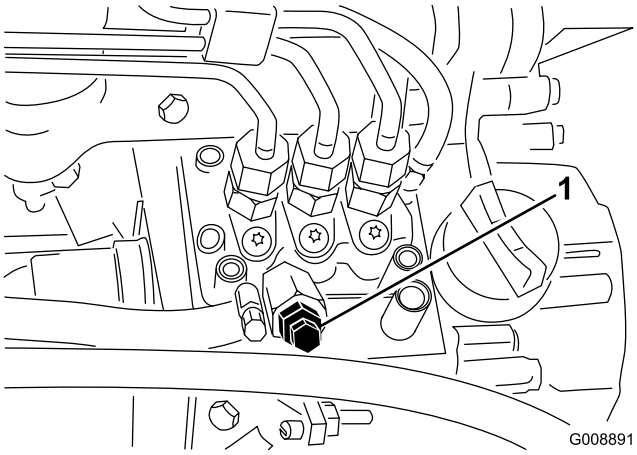

Figuur 43
3. Draai de ontluchtschroef op de brandstofinjectiepomp open (Figuur 43).